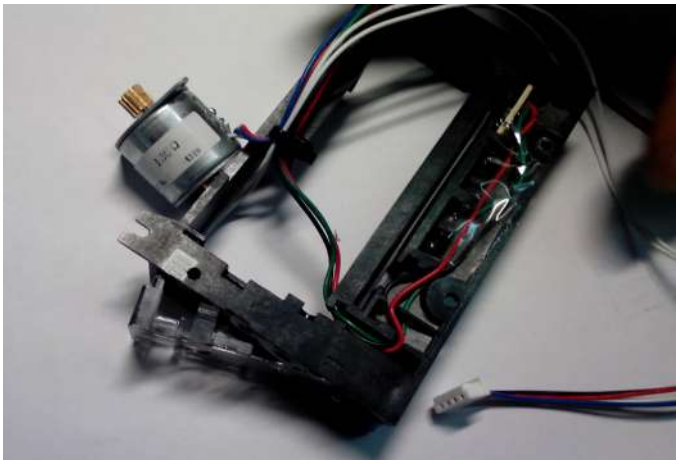

Рис. 7.13 - Извлечение двигателя
7.6.3.6.5 Приоткрыть с одного угла крышку шестерней (Рис. 7.13).